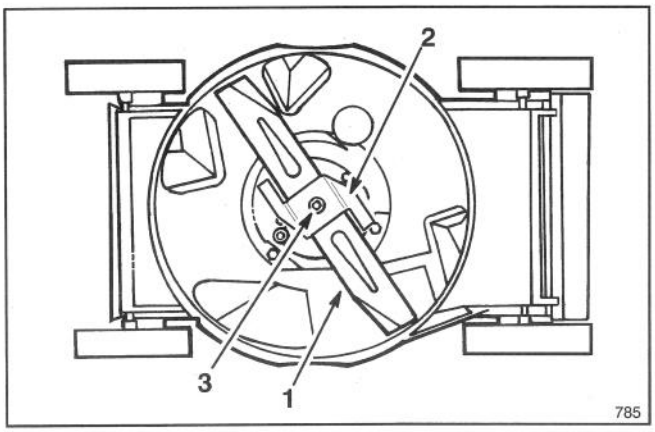

Afbeelding 14
3. Plaats de maaier op zijn rechterzijkant (Afb. 14).
5. VERWIJDEREN VAN HET MES—Pak het mesuiteinde met een doek of dikke gewatteerde handschoen. Verwijder mesbout, borgring, versneller en mes (Afb. 14).